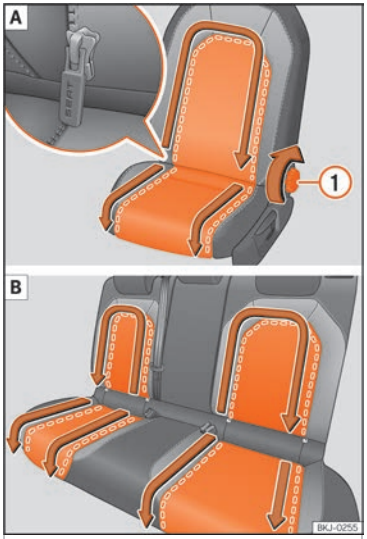

Fig. 153 Desmontar as capas extraíveis. A Banco dianteiro esquerdo; B Bancos traseiros
• Incline o encosto para trás até que o puxador do fecho de correr fique totalmente acessível ››› **Fig. 153** (1)[1].
• Deslize os puxadores do fecho de correr na direção das setas ››› **Fig. 153**. A capa intermutável fica livre.
- Deslize os puxadores do fecho de correr na direção contrária à das setas ››› Fig. 153.